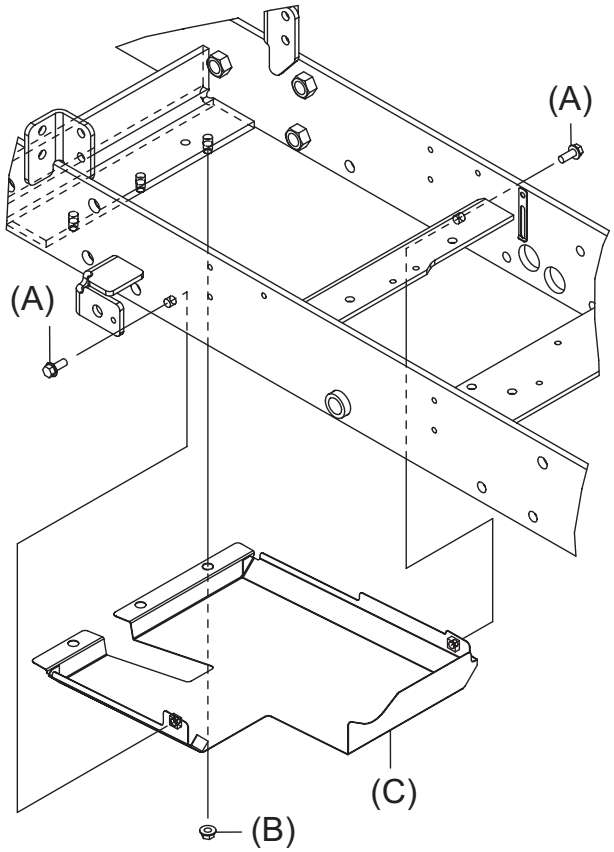

Fig. 6
8. Remove the fuel tank lower cover **(Fig. 6, (C))**.
9. The fuel tank lower cover is secured by three (3) M8 nuts **(Fig. 6, (B))** across the front, and two (2) M8 × 20 mm (L: 0.78 in.) bolts **(Fig. 6, (A))** from the lower section of the tractor.